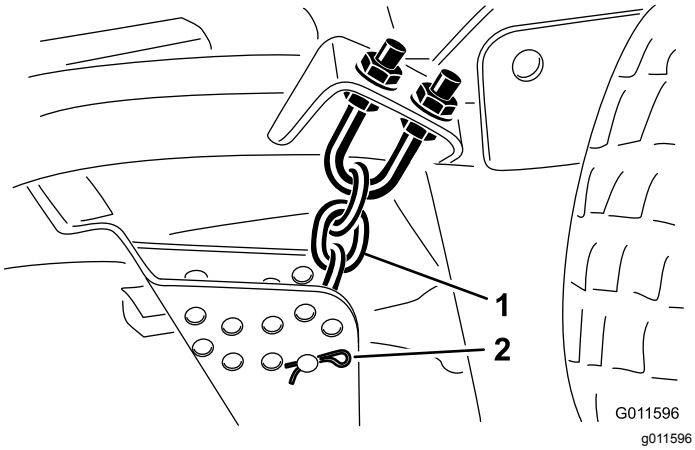

Figur 19
8. Ta bort hårnålssprinten och sprintbulten som fäster klipphöjdskedjorna på klippdäckets bakre del (Figur 19).